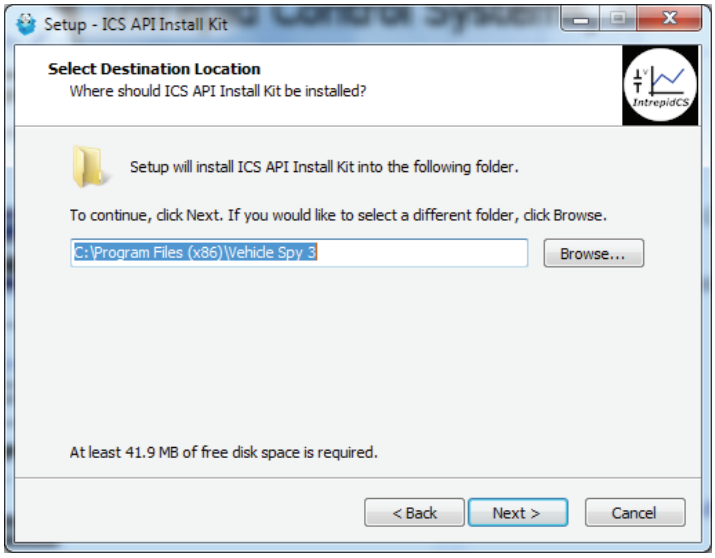

Figure 36: APIキットのインストール場所の選択画面
7. インストール場所の選択**:** ヴィークルスパイ3をインストールする場所を選択して下さい (図36)。デフォルトをお勧めします。 Next > をクリックして下さい。